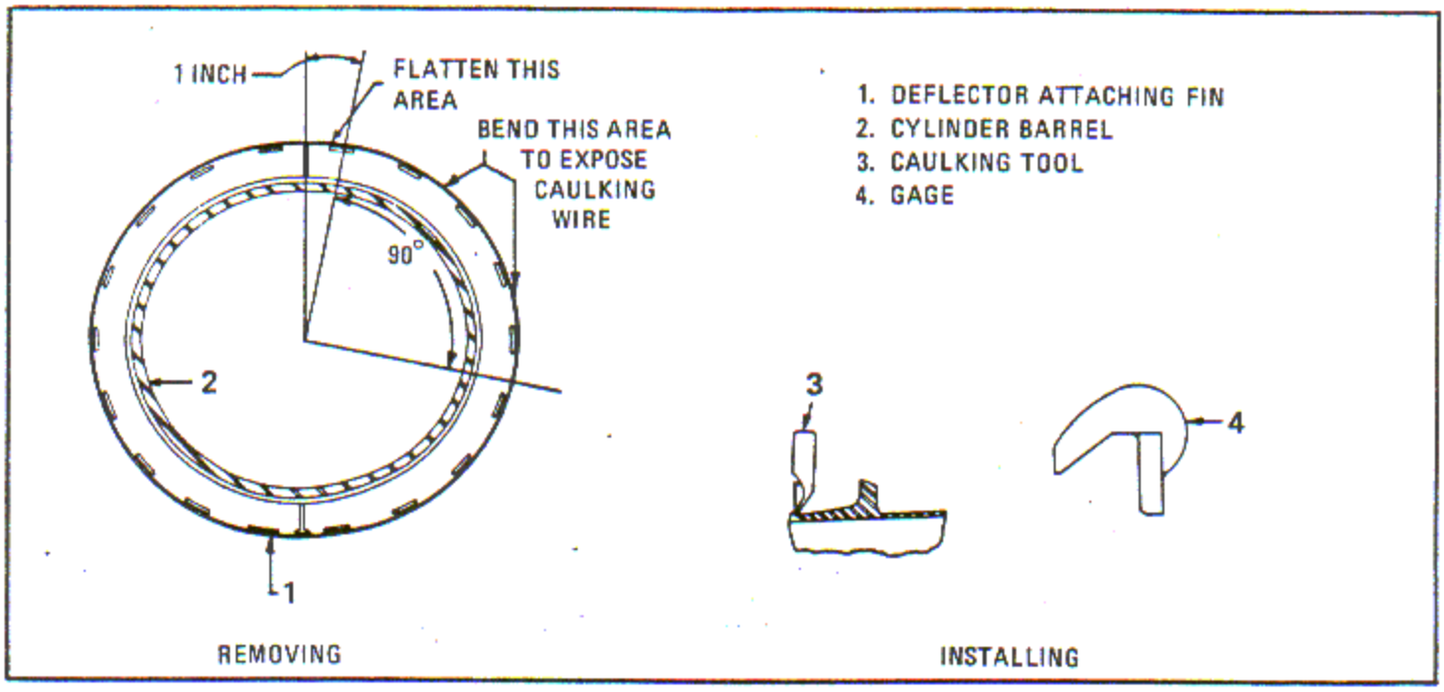

Figure 6-135. Removing and Installing Cylinder Barrel Deflector Attaching Fin
a. Straighten and flatten the flange at one end of the fin (1, figure 6-135) for approximately one inch from the gap as shown, using suitable pliers. For about 90 degrees further, straighten the flange enough to expose the fin caulking wire so the removing tool fulcrum can rest on it.
a. Spread the new fin (1, figure 6-135) sufficiently to place it around the cylinder and in the groove.
c. Install the caulking wire and stake in several places with caulking tool (3), as shown. Tap the tool moderately with a light fiber mallet.
e. Using gage (4), check the fin completely around the cylinder to ensure it is perpendicular to the cylinder and not bent. Straighten the fin as necessary by bending with duck bill pliers or by tapping with a lightweight fiber mallet.